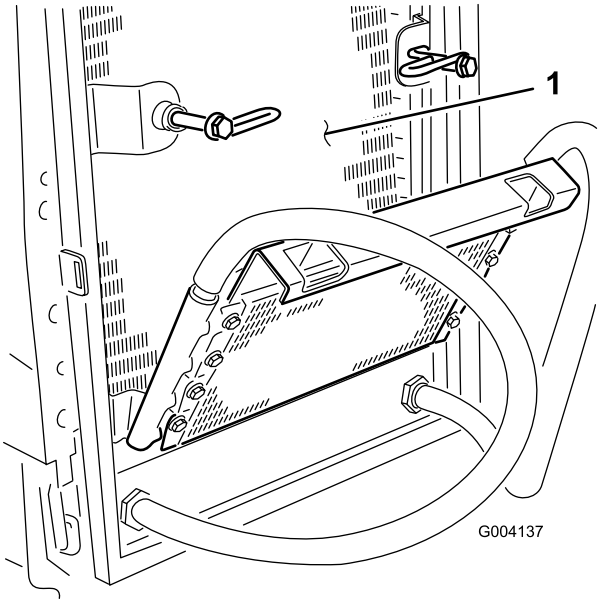

**Figur 68**
6. Rengør begge sider af oliekøler og køler (Figur 68) grundigt med trykluft.